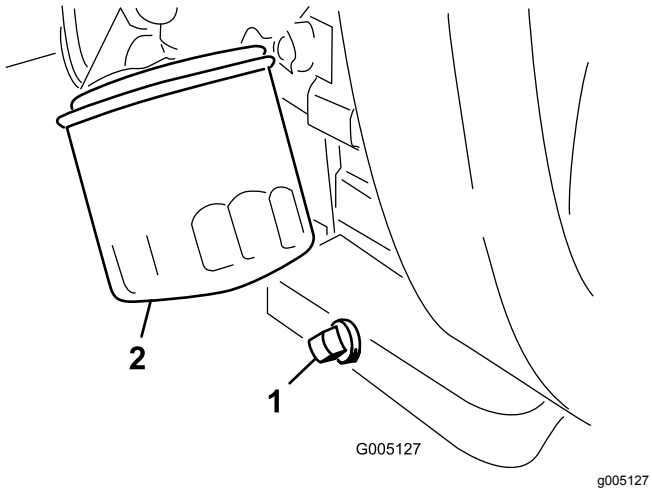

Figuur 42
1. Verwijder de aftapplug (Figuur 42) en laat de olie in een opvangbak lopen.
2. Maak de schroefdraad van de aftapplug schoon, breng PTFE afdichtmiddel aan en monteer de aftapplug (Figuur 42).
3. Verwijder het oliefilter (Figuur 42).